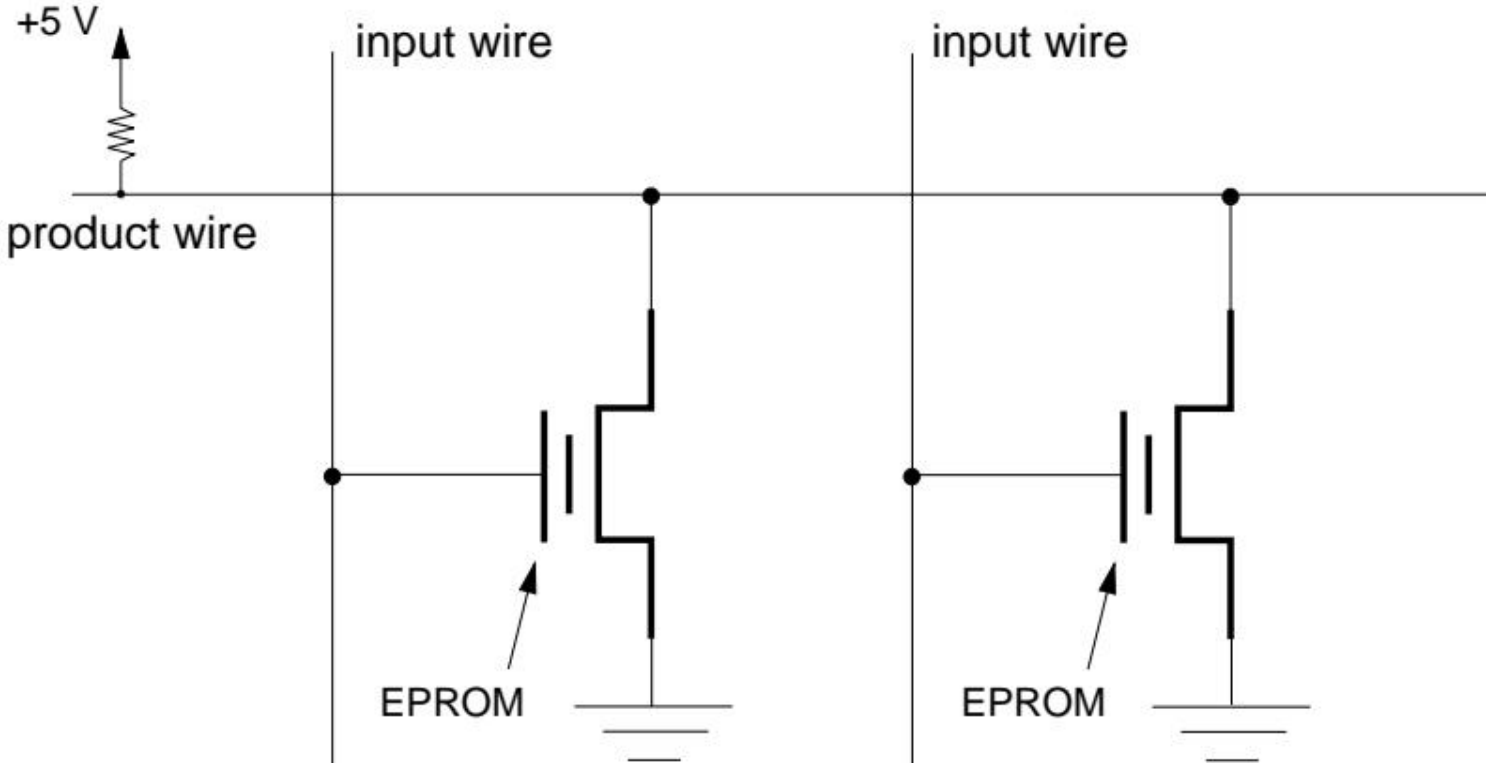

图 3: *EPROM* 可编程开关结构图.
- 图 3 展示了 EPROM 晶体管在 CPLD 的与门平面中的连接方式。